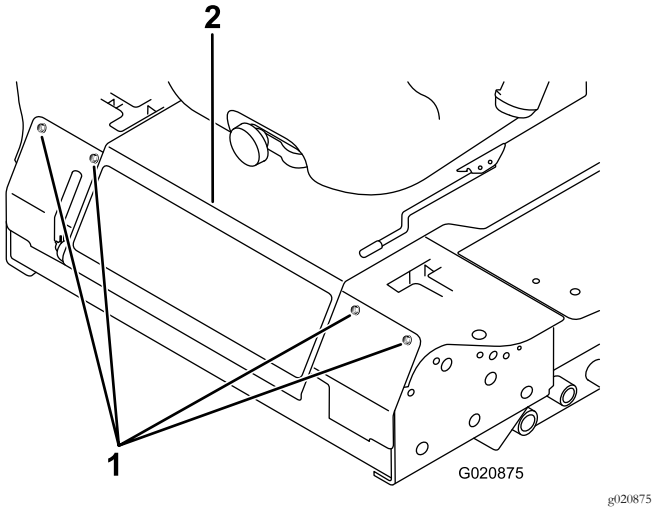

Figur 48
2. Fjern de bolte, der holder frontpanelet fast, og tag panelet af (Figur 48).